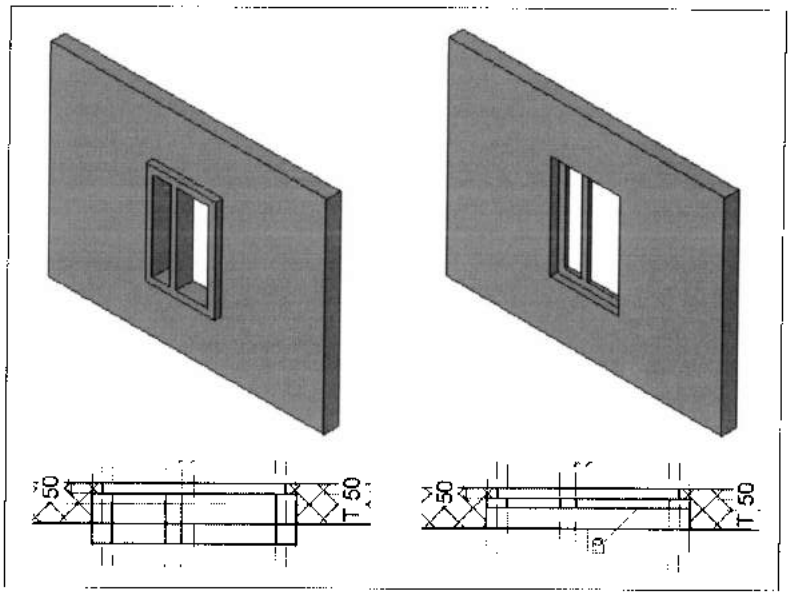

Рис. 18.8. *Выравнивание переплета*
13. На ленте **Modify** в разделе **Edit** выбрать команду **Align** (Выровнять). Затем выровнять и зафиксировать сегменты полученной объемной формы относительно опорной плоскости *Толщина четверти* и опорной плоскости, задающей толщину переплета (рис. 18.8).